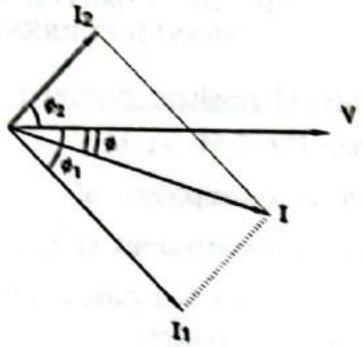

FIG. 2.63(b) : PHASOR DIAGRAM OF CIRCUIT SHOWN IN FIG. 2.63(a)
- Due to $R$–$L$ combination in branch A, current $I_1$ will lag behind the applied voltage $V$ by an angle $\phi_1$. It is shown in Fig. 2.63(b).
- Due to $R$–$C$ combination in branch B, the current $I_2$ will lead the applied voltage $V$ by an angle $\phi_2$. It is shown in Fig. 2.63(b).